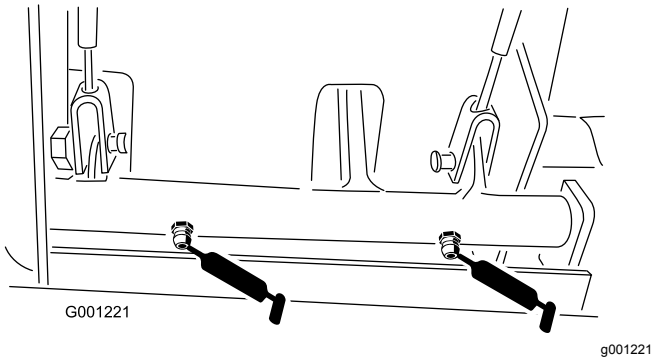

Figur 36
- Bromsens svängbussningar (Figur 36)
- Bromskablar (ändarna på drivhjul och bromspedaler) (Figur 36)